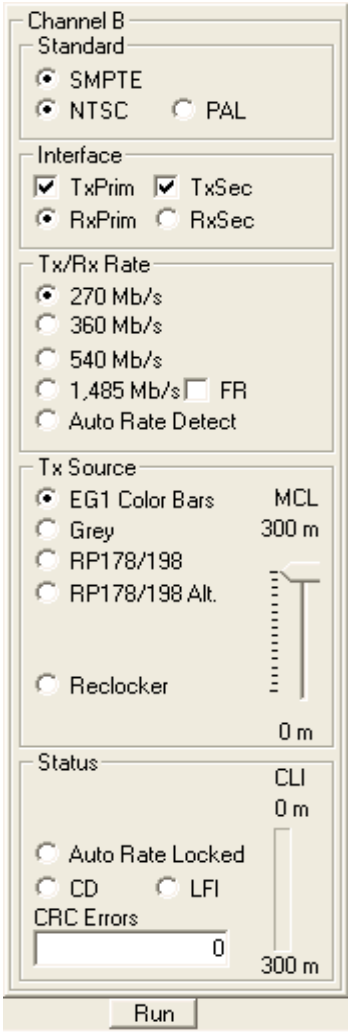

Figure 6-8. GUI Setting for Sample Test 3–Transmit SD-SDI Color Bars
4. Select the appropriate GUI settings according to *Figure 6-8*. For this setting, channel B is transmitting SD-SDI color bars on both primary and secondary outputs.